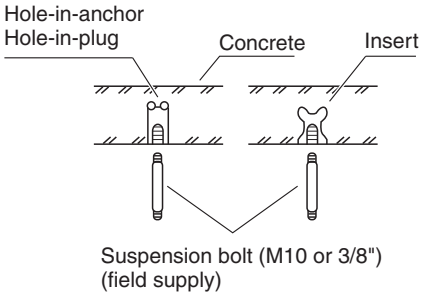

Fig. 2-29
(1) Fix the suspension bolts securely in the ceiling using the method shown in the diagrams (Figs. 2-29 and 2-30), by attaching them to the ceiling support structure, or by any other method that ensures that the unit will be securely and safely suspended.